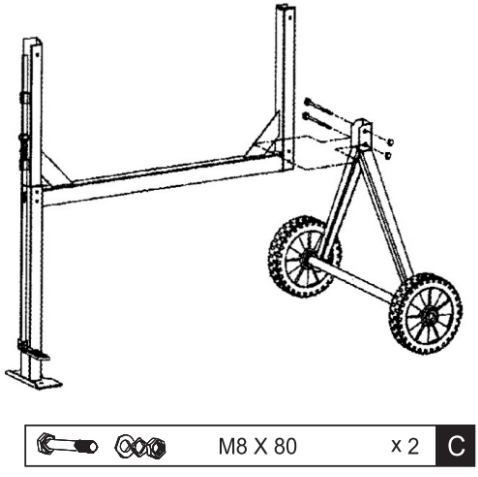

Рисунок 4. Схема загального складання рами.
3. Закріпити шасі з колесами на рамі болтами (рис. 4) та переконатися, що всі болти та гайки надійно затягнуті до упору.